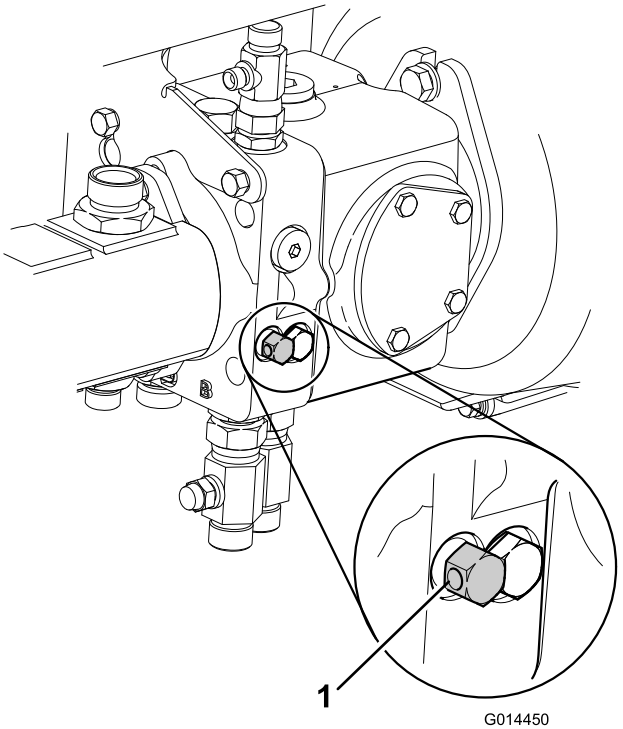

Figura 47
7. Desative o sistema de travagem de serviço hidráulico rodando a válvula de desvio, localizada sob a bomba de transmissão, no sentido contrário ao dos ponteiros do relógio, num máximo de 3 voltas (Figura 47).